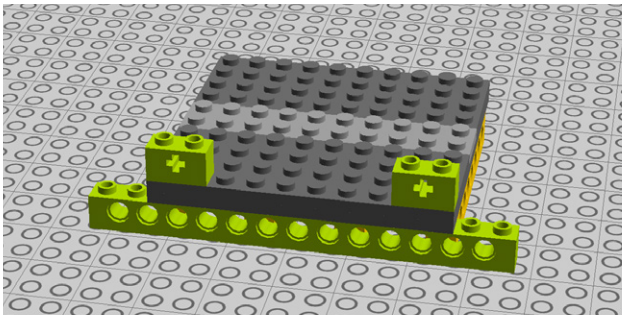

Figure 5-12. *Step 5: Adding bricks with cross holes*
5. Next, add two 1x2 bricks with cross holes and a Technic beam (see Figure 5-12).